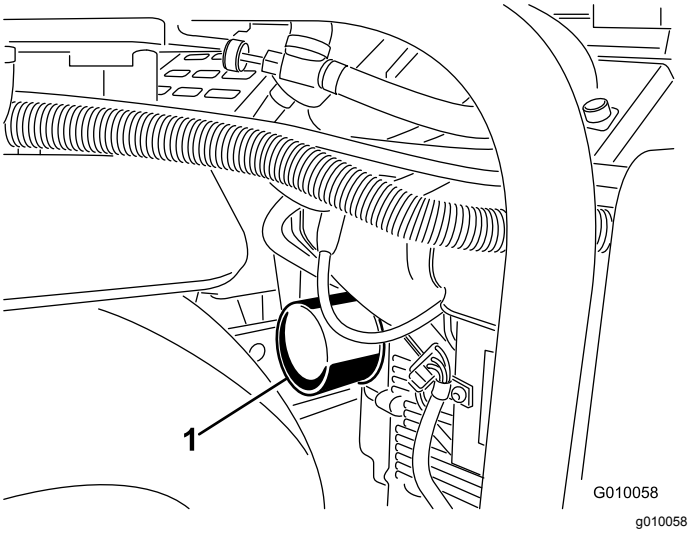
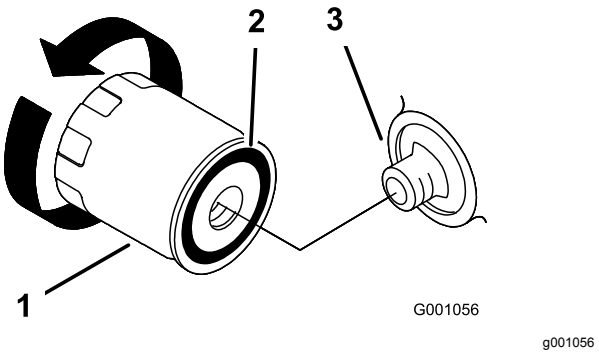

Rysunek 48
Rysunek 49
5. Aby złapać olej, umieść pod filtrem szmatę lub płytką miskę(Rysunek 48).
6. Wyjmij stary filtr (Rysunek 48 i Rysunek 49) i wytrzyj powierzchnię uszczelki adaptera filtra.